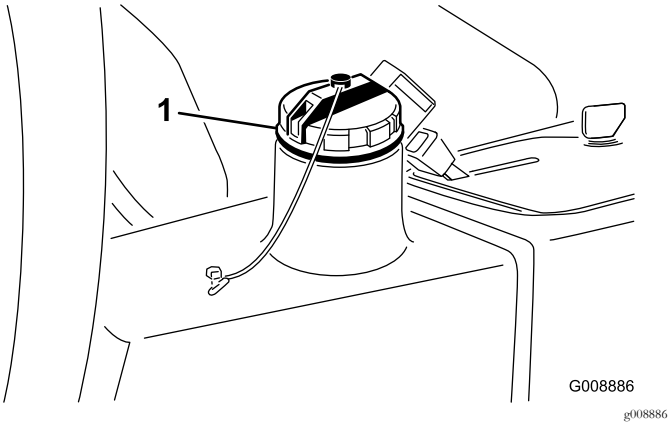

Figur 76
4. Fyll tanken (Figur 76) med cirka 13,2 liter hydraulvätska. Se Kontrollera hydraulsystemet (sida 31).